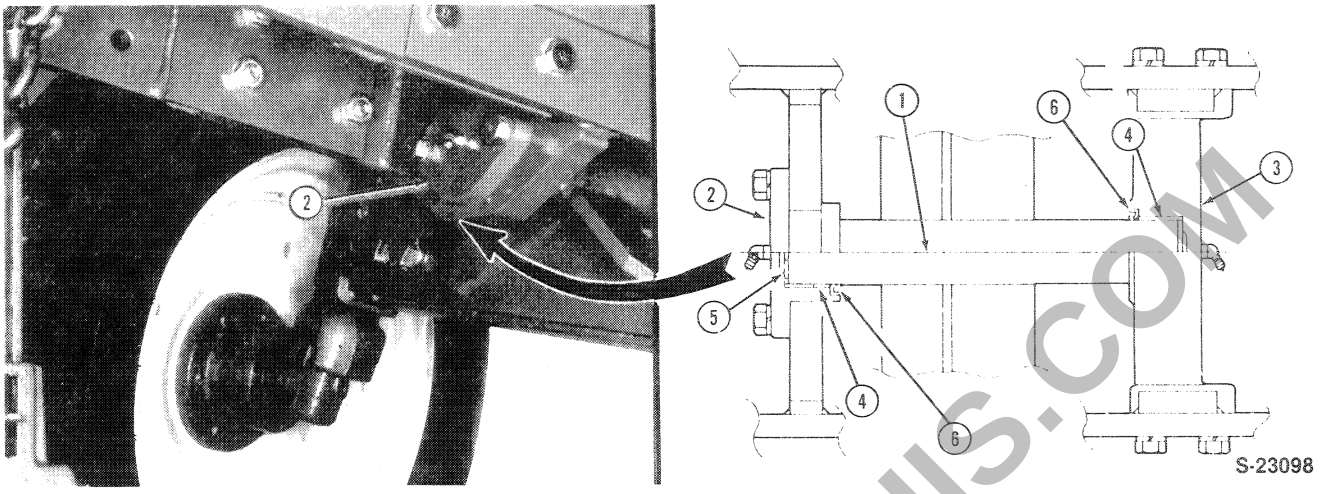

Figure 7
2. Open the hood and remove the side screens and panels, Figure 7.